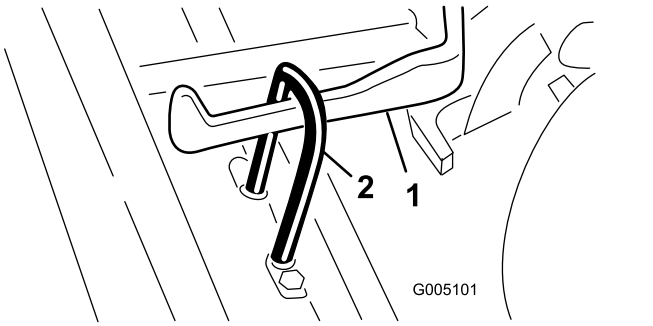

Figura 6
2. Deslice la unidad de corte por debajo del bastidor de tiro mientras acopla el gancho de elevación al brazo de elevación (Figura 6).